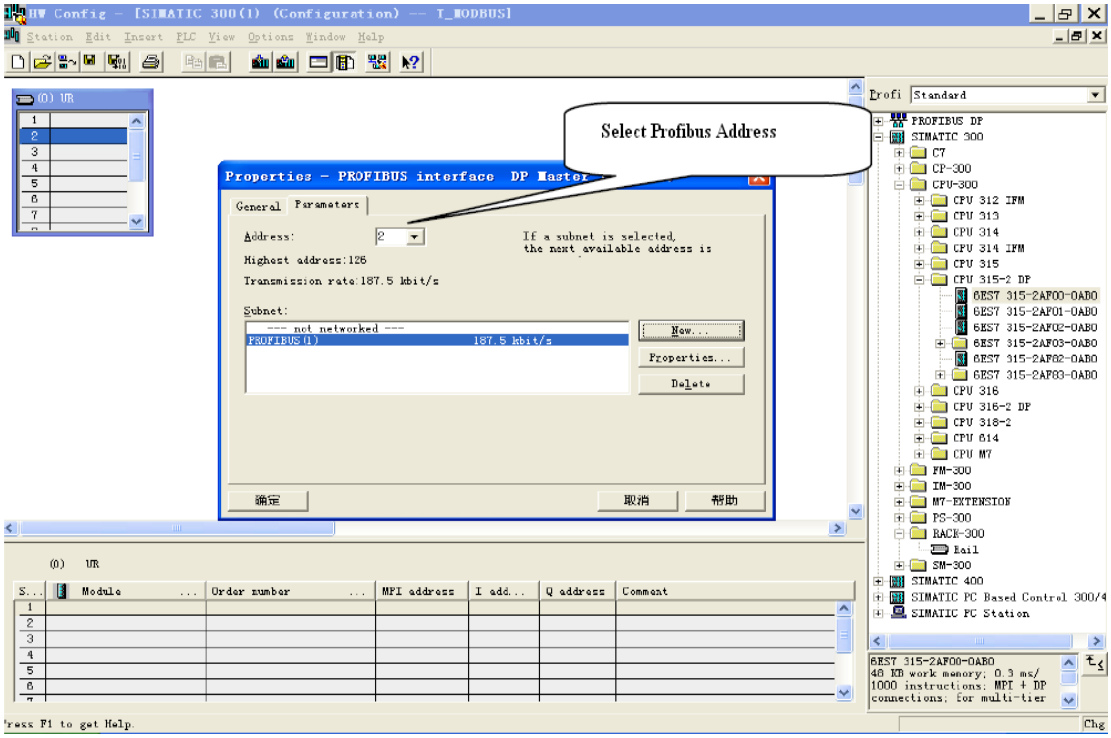

Figure 9
10. Select Profibus-DP Master address; Figure 9: